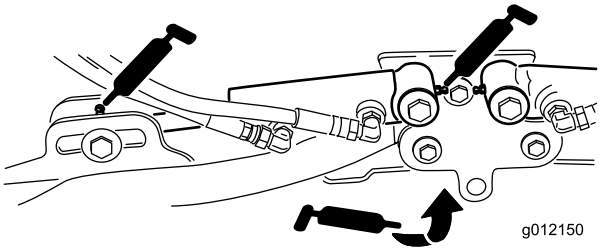

Figur 44
- Klippenheternas lyftarmscylindrar (2 var) (Figur 44)
- Lyftarmens svängtappar (1 var) (Figur 44)